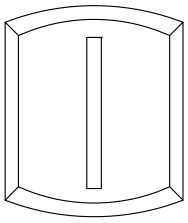

Abb. 1 Einsetzen der Sprosse
- Zum Einsetzen der Flügelsprosse **4** drücken Sie das Flügelprofil **5** auseinander (siehe Abb. 1). Positionieren Sie die Flügelsprosse **4** im Flügelprofil **5**. Dann verschrauben Sie den T-Verbinder **1** mit 4 Senkschrauben 3,9 x 19 mm **3** (vorgebohrt).